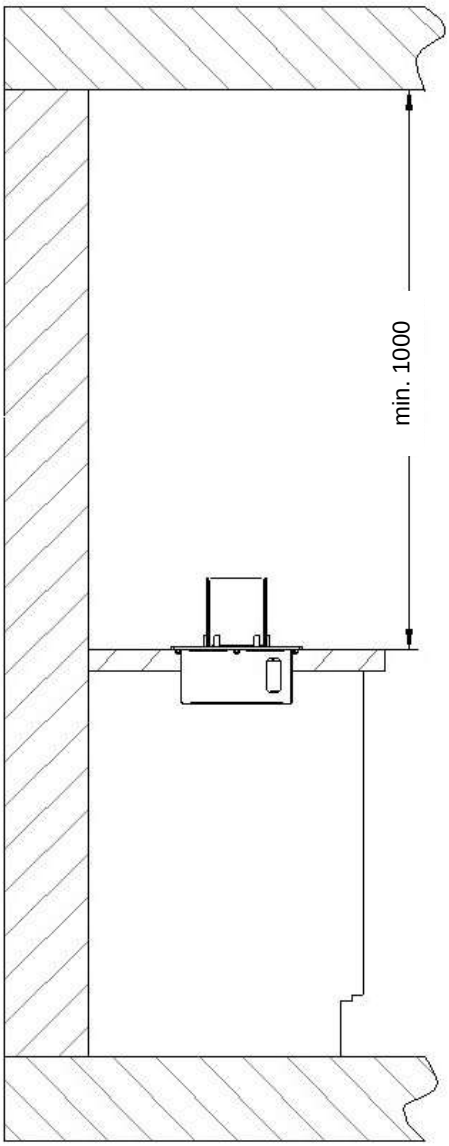
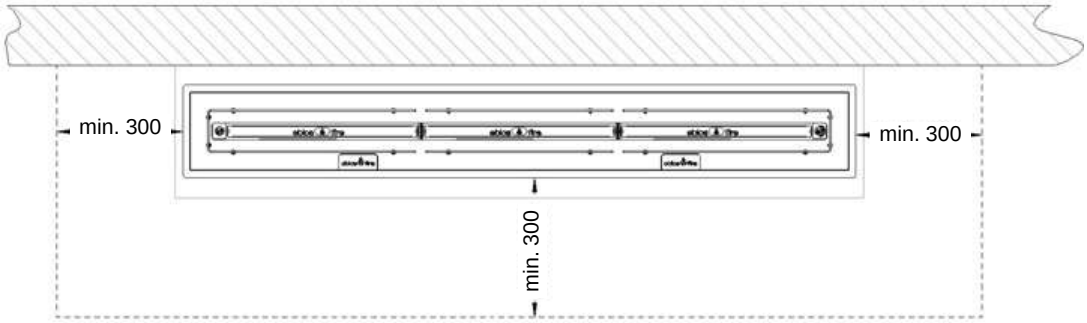

Rys. 23 Minimalny odstęp do sufitu
Rys. 24 Minimalne odległości od elementów palnych
- Musi być zagwarantowana **minimalna odległość** od bocznych palnych elementów budowlanych, mebli, dekoracji lub zasłon **1 000 mm (patrz rys. 24)**, w celu zapewnienia wystarczającej ochrony cieplnej! Nad meblem ebios-fire, aż do sufitu pokoju **(minimalny odstęp >1000 mm)**, nie mogą znajdować się żadne przedmioty (zob. rys. 23)!